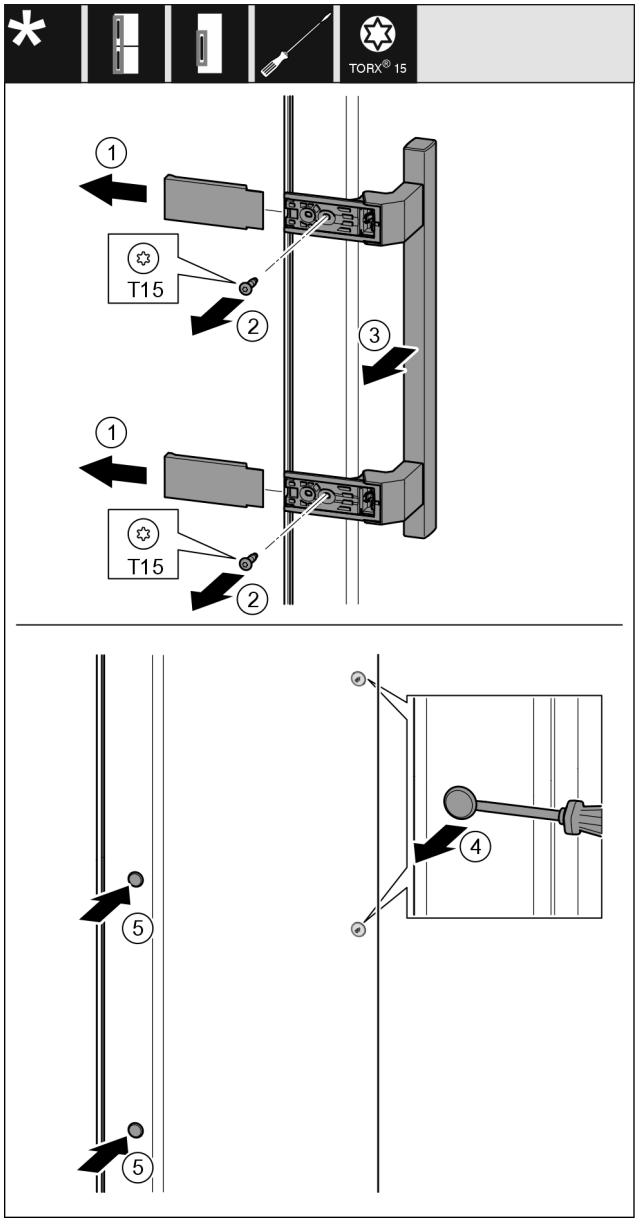

Fig. 21
- ▶ Retirer le cache *Fig. 21 (1)*.
- ▶ Retirer les vis *Fig. 21 (2)* avec un tournevis.
- ▶ Retirer la poignée *Fig. 21 (3)*.
- ▶ Soulever et retirer avec précaution le cache latéral *Fig. 21 (4)* avec un tournevis plat.
- ▶ Replacer le cache *Fig. 21 (5)* de l'autre côté.